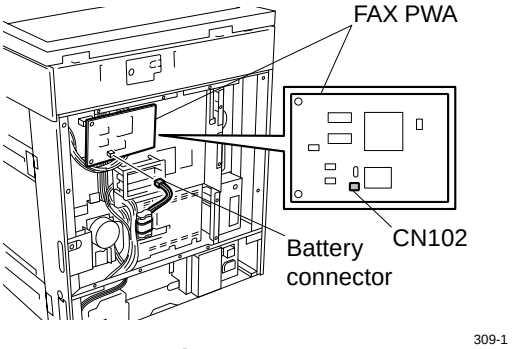

Fig. 6-1-10
2. Detach battery harness connector from FAX PWA (CN102). (See Fig. 6-1-10)